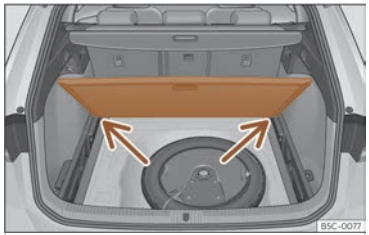

Fig. 194 Plancher modulable du coffre à bagages : position inclinée.
- Appuyez le plancher contre les logements prévus à cet effet ››› **fig. 194** (flèches).